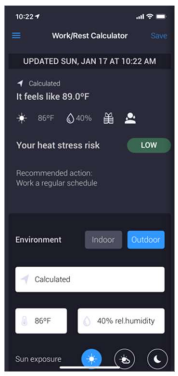

Figure 16: Work/Rest
3. Select the environment you are working in, **Indoor** or **Outdoor (**Figure 16).